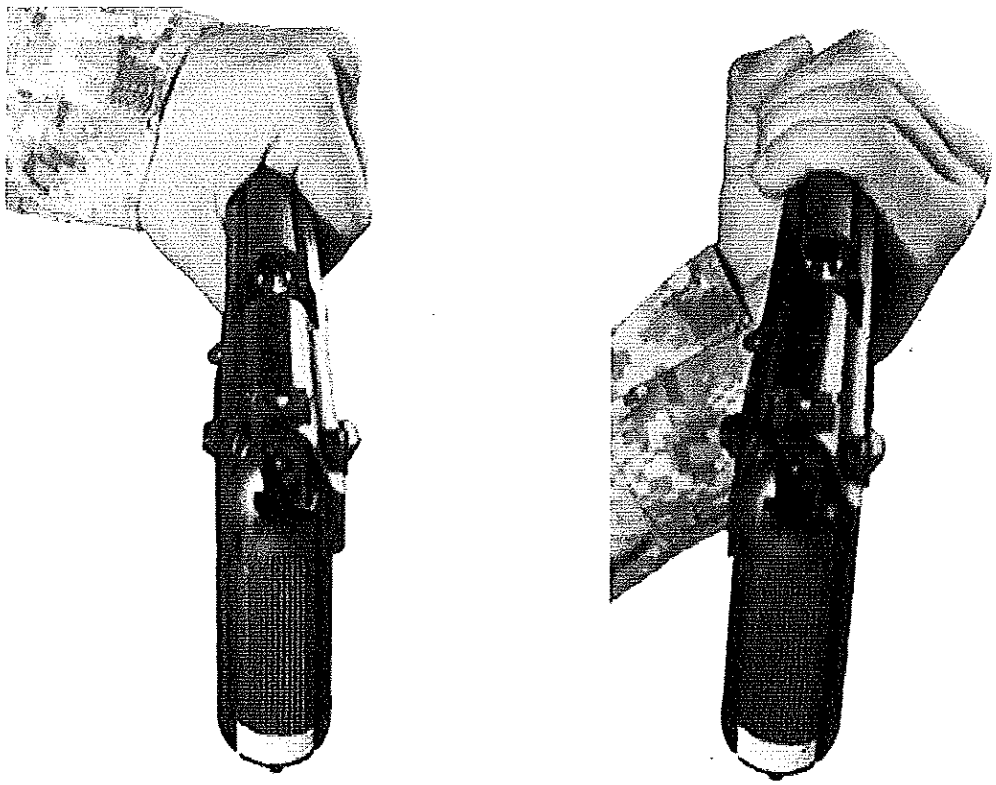

Figure 2-22. Show Clear Transfer.
6. With the muzzle pointed up at a 45-degree angle in a safe direction and with the chamber exposed, hand the pistol to the other Marine, grip first (see fig. 2-22 on page 59).